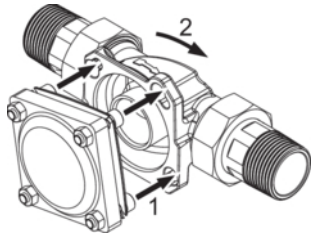
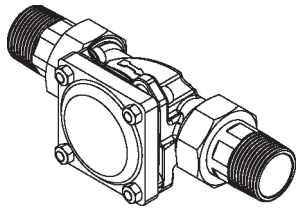

Abb. 3: Gerät ansetzen und einrasten
Abb. 4: Geräteanschluss eingerastet
1. Die Köpfe der vier Flanschschrauben durch die Bajonettbohrungen am Einbaudrehflansch stecken (siehe Abbildung 3).
2. Das Gerät im Uhrzeigersinn bis zum Anschlag drehen (siehe Abbildung 3 und Abbildung 4).